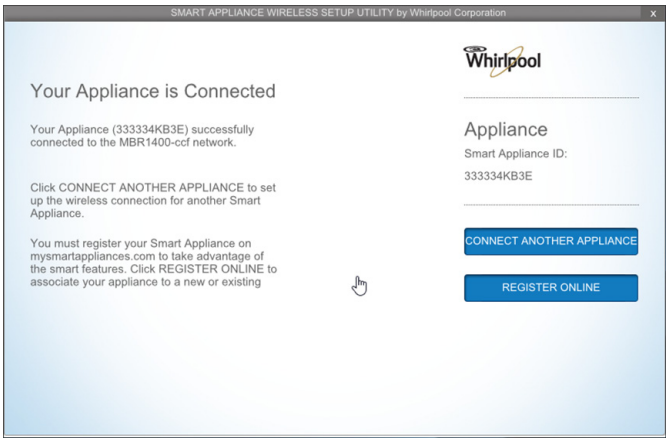

Figure 8
6. If the appliance and network information was entered correctly, the following screen (see figure 8) should indicate that the Smart Appliance has been successfully connected to the Network.